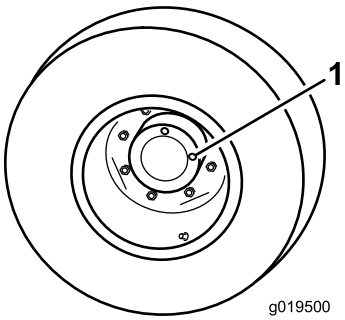

Figuur 14
1. Plaats de machine op een egale ondergrond en zet het wiel zodanig dat één controleplug (Figuur 14) zich bovenaan bevindt, en de andere rechts.
1. Controle-/aftapplug (2)
2. Verwijder de rechtse controleplug (Figuur 14). De olie zou tot de onderkant van de opening van de controleplug moeten reiken.